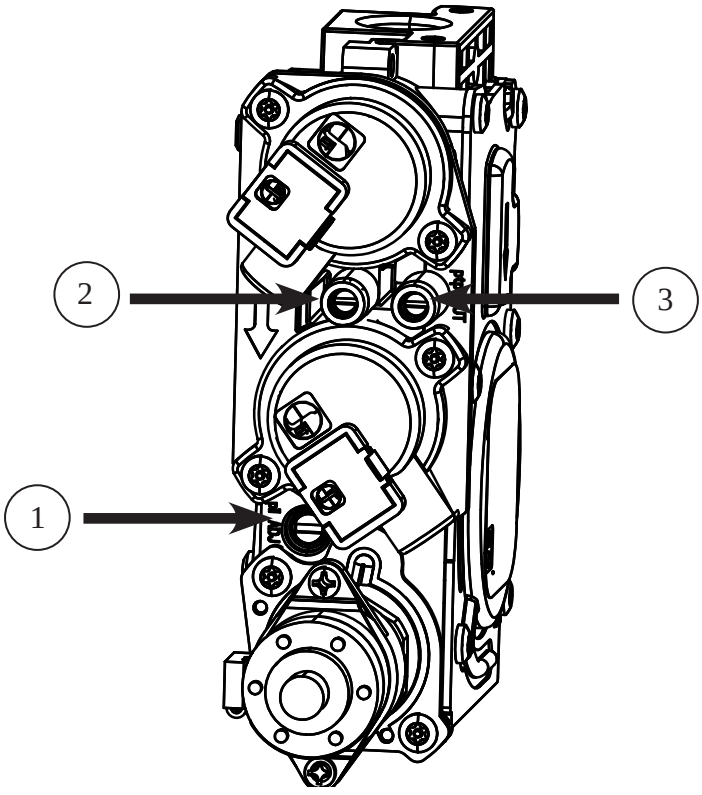

Figure 35: Valve Details.
The pressure taps are located on the front side of the valve (see Figure 35).
1. The adjustment screw can be reached through the front of the unit using a 10 inch long blade head screw driver (see Figure 35 for location on valve).